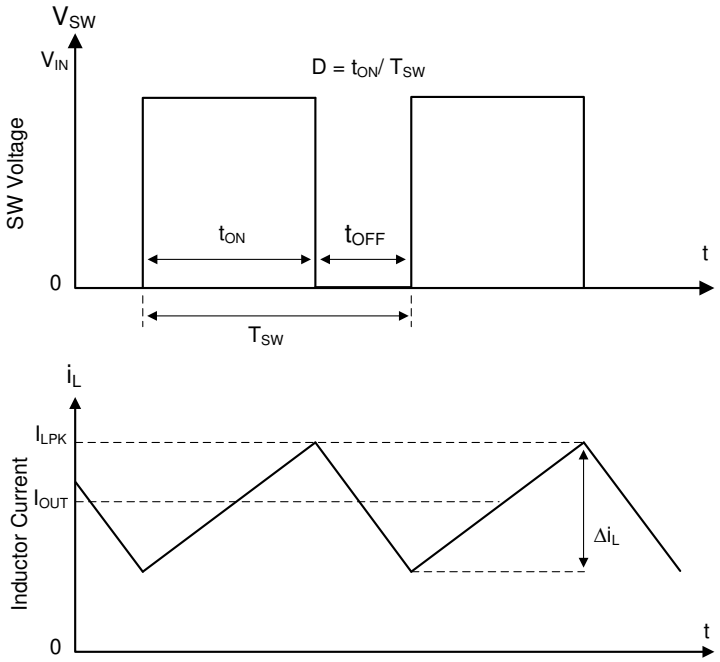

**图 7-1. 连续导通模式 (CCM) 下的 SW 节点和电感器电流波形**
有关 LMR544xx 的以下运行说明，请参阅节 7.2 和图 7-1 中的波形。LMR544xx 是一款同步降压转换器，具有集成式高侧 (HS) 和低侧 (LS) 开关（同步整流器）。LMR544xx 通过使用受控的占空比打开高侧和低侧 NMOS 开关，来提供稳定的输出电压。高侧开关导通期间，SW 引脚电压上升至约 $V_{IN}$，电感器电流 $i_L$ 以线性斜率 ($V_{IN}$ – $V_{OUT}$)/L 增加。当高侧开关被控制逻辑关闭时，低侧开关在经过反击穿死区时间后将会导通。电感电流通过低侧开关以斜率 $V_{OUT}$/L 放电。降压转换器的控制参数为占空比 D = $t_{ON}/T_{SW}$，其中 $t_{ON}$ 是高侧开关导通时间，$T_{SW}$ 是开关周期。转换器控制环路通过调整占空比 D 来维持恒定的输出电压。在可忽略损耗的理想降压转换器中，D 与输出电压成正比，与输入电压成反比：D = $V_{OUT}/V_{IN}$。